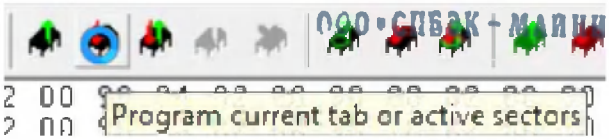

Рисунок 56
5.3.5 Очистить память модуля нажав на кнопку Program current tab or active sectors (Рисунок 56).